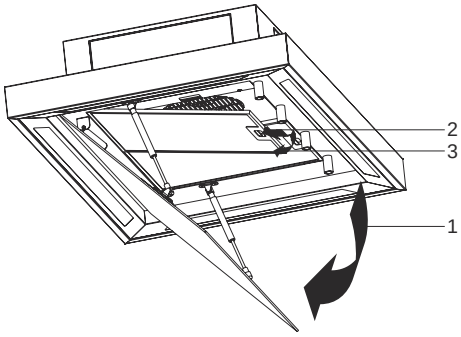

Fig. 8: Avmontering av fettfilter
1. Luta ner glasluckan försiktigt (Fig. 8/1).
3. Tryck in spärren på fettfiltret (Fig. 8/2) och håll fast det med den andra handen.
4. Ta bort fettfiltret (Fig. 8/3).